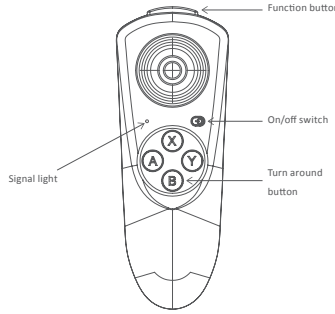

Figure 5
b. Press the function button and turn around button (B) of the remote control at the same time (remote control should be off), then press the switch button of remote control, then the signal light of remote control will be on,refer to figure 5.